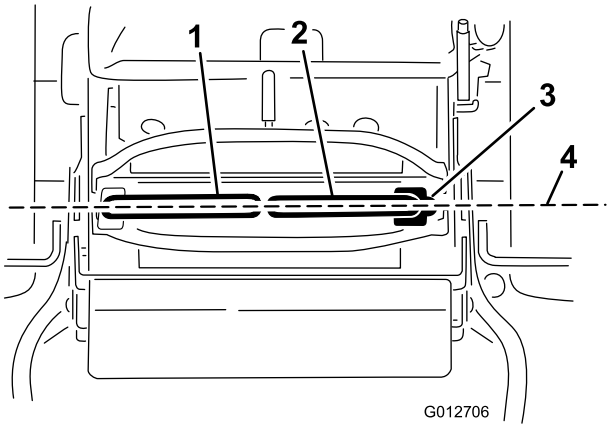

Bild 70
Wichtig: Stellen Sie sicher, dass die Spur des Rasenmähers nach dem Einstellen der Fahrantriebshebel richtig ist. Stellen Sie die Spur ein und nivellieren Sie gleichzeitig die Fahrantriebshebel in der Längsrichtung (Bild 70).
1. Nach der seitlichen Ausrichtung müssen Sie die Ausrichtung in Längsrichtung prüfen; drücken Sie die Bedienhebel etwas nach vorne, um das Spiel im Gestänge der Bedienhebel zu entfernen (Bild 70).